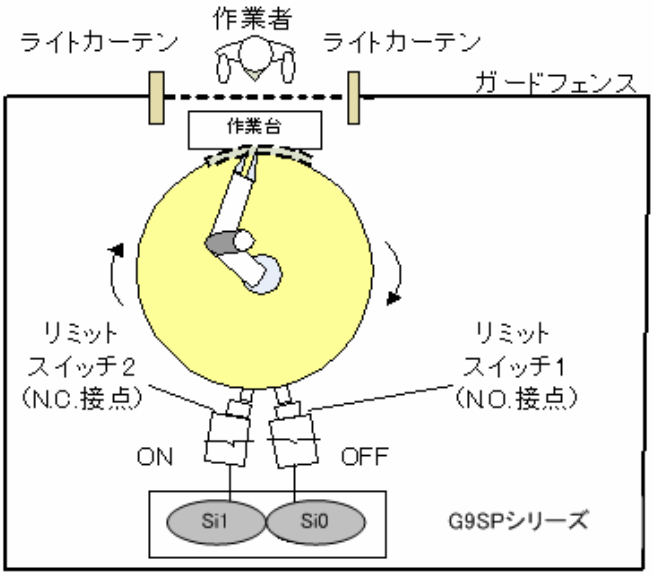

図 1：機械の危険部分が人体側にある状態
1.図 1 では、N.O.接点のリミットスイッチ 1（S1）が OFF、N.C.接点のリミットスイッチ 2（S2）が ON です。リミットスイッチ 1,2 の Dual Channel Complementary 信号が入力される Muting Signal11 は OFF 状態になります。